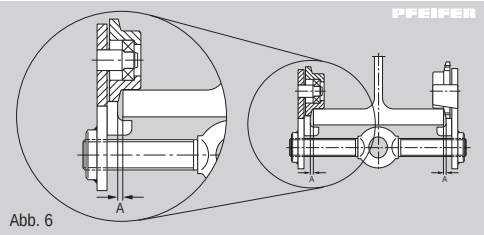

Abb. 6
6. Durch erneutes Drehen der Traverse wird der richtige Abstand „A“ der Laufrollen zum Trägerflansch eingestellt (Tab. 1, Abb. 6).